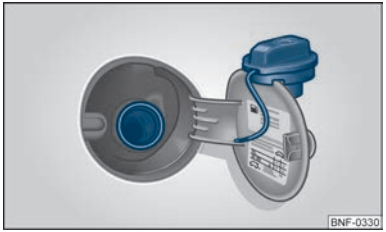

Fig. 89 Filler flap with tank cap unscrewed
Your vehicle can only be operated with **unleaded petrol**, which complies with the standard **EN 228** (In Germany: standard **DIN 51626 - 1** or **E10** for unleaded fuel with octane rating **95** RON and **91** RON or **DIN 51626 - 2** or **E5** for unleaded fuel with octane rating **95** RON and **98** RON). On the inside of the fuel filler flap, you will find the information regarding the RON required by your engine ⇒ Fig. 89.
– Unscrew the fuel filler cap anti-clockwise and place the fuel filler cap from above on the fuel filler flap ⇒ Fig. 89.